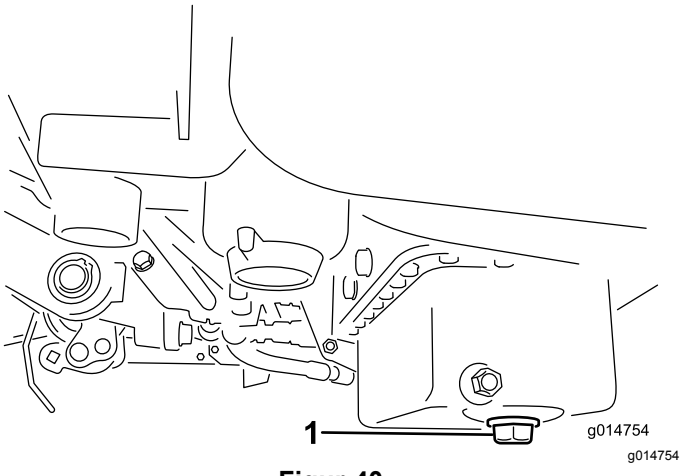

Figur 40
1. Fjern tappepluggen, og la oljen renne ned i et tappefat. Når oljen slutter å renne, setter du tappepluggen på igjen (Figur 40).